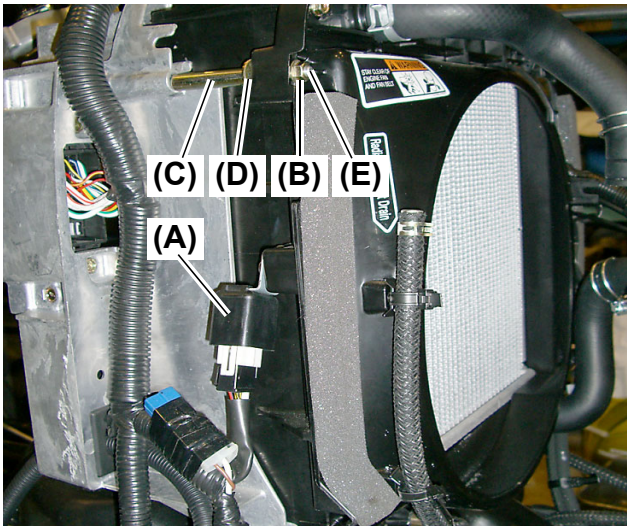

Fig. 3
2. Remove the relay **(Fig. 3, (A))** on the right side of the radiator.
3. Remove the M6 nut **(Fig. 3, (B))**. Then remove the collar **(Fig. 3, (C))**, washer **(Fig. 3, (D))** and M6 × 135 mm (L: 5.4 in.) bolt **(Fig. 3, (E))**.